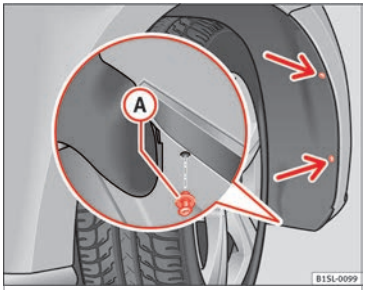
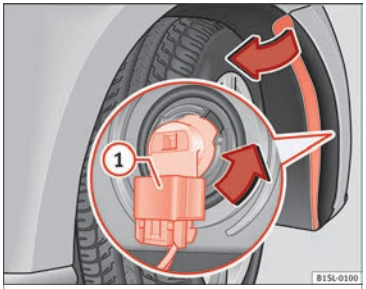

Fig. 86 In the front right wheel arch: Remove the retaining screws (arrows) and take out the expansive rivet (A).
Fig. 87 Changing the bulbs in the headlights
1.	Unscrew the 2 retaining screws of the wheel arch trim »» Fig. 86 (arrows) with the screwdriver from the vehicle took kit »» page 70.
2.	Unscrew the expansive rivet in the lower front part of the wheel arch trim (A) with the screwdriver from the vehicle tool kit and completely remove it »» page 70.
4.	Release the connector »» Fig. 87 (1) and remove it.
5.	Turn the bulb holder »» Fig. 87 in the direction of the arrow, **in an anticlockwise direction** as far as it will go and remove it, along with the bulb, pulling backwards.
8.	Plug the connector (1) into the bulb holder. The connector must audibly click into place.
10.	Place the expansive rivet in the wheel arch trim and bumper and press it completely inwards ››› Fig. 86 (A).
11.	Securely screw the 2 retaining screws ››› Fig. 86 (arrows) with a screwdriver.